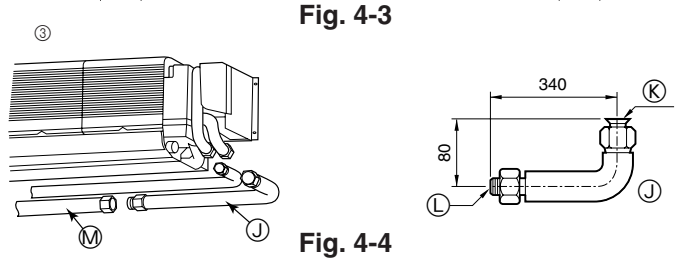

Fig. 4-4
③ L-förmiges Anschlussrohr (für Gasrohrleitung) (Fig. 4-4)